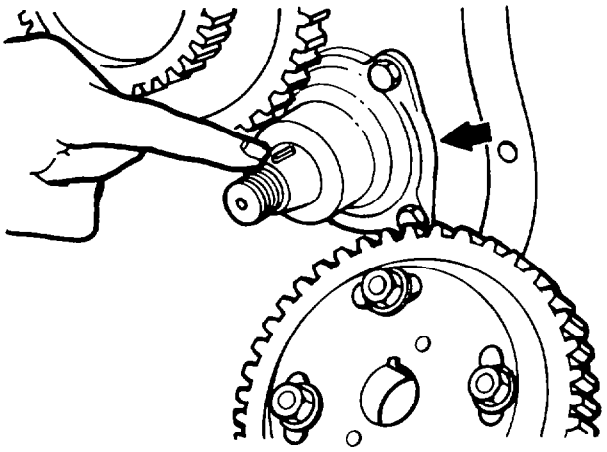

Fig. 51 — Injection Pump Drive Shaft Key Location
i. Remove the locknut securing the injection pump drive gear and hub to the engine; if necessary use a suitable puller to remove the hub and gear from the shaft; remove the key from the shaft (see fig. 51).